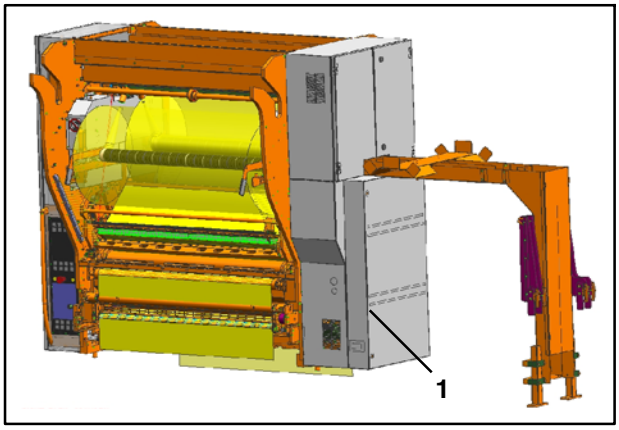

Fig. 1 FoilStar, vue du côté dérouleur
- Dispositif de protection vissé à demeure (Fig. 1/1) avec porte.